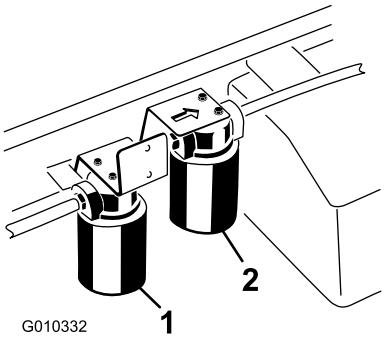

**Figur 73**
3. Ställ ett avtappningskärl under filtret och ta bort filtret (Figur 73).
1. Rengör runt området där högflödesfiltret monteras (Figur 73).